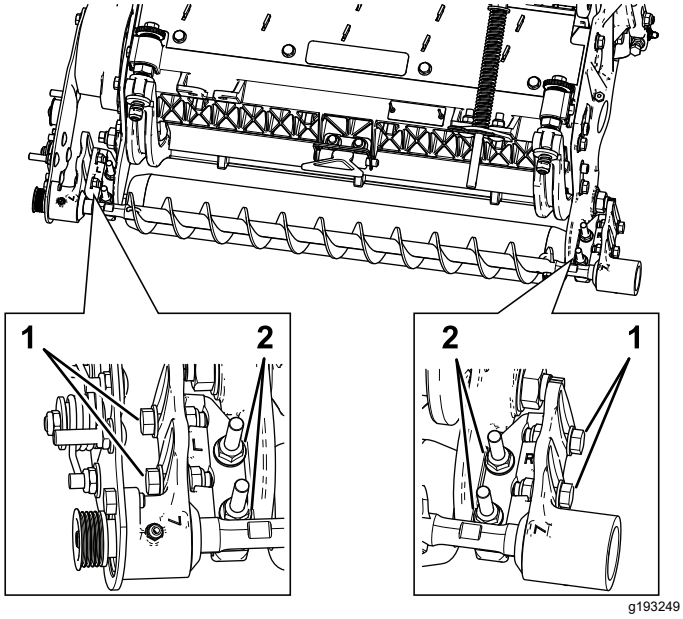

Figur 13
A. Løsn de 2 flangelåsemøtrikker, der fastgør rullebørstens monteringsbeslag til klippeenhedens sideplade (Figur 13).
B. Drej rullebørstens lejehus, indtil børstepladen bliver parallel med klippeenhedens sideplade (Figur 13).
C. Stram de to flangelåsemøtrikker, der fastgør rullebørstens monteringsbeslag på klippeenhedens sideplade (Figur 13).
1. Løsn de 2 bolte, der fastgør hvert af rullebørstens lejehuse til rullebørstens monteringsbeslag (Figur 13).